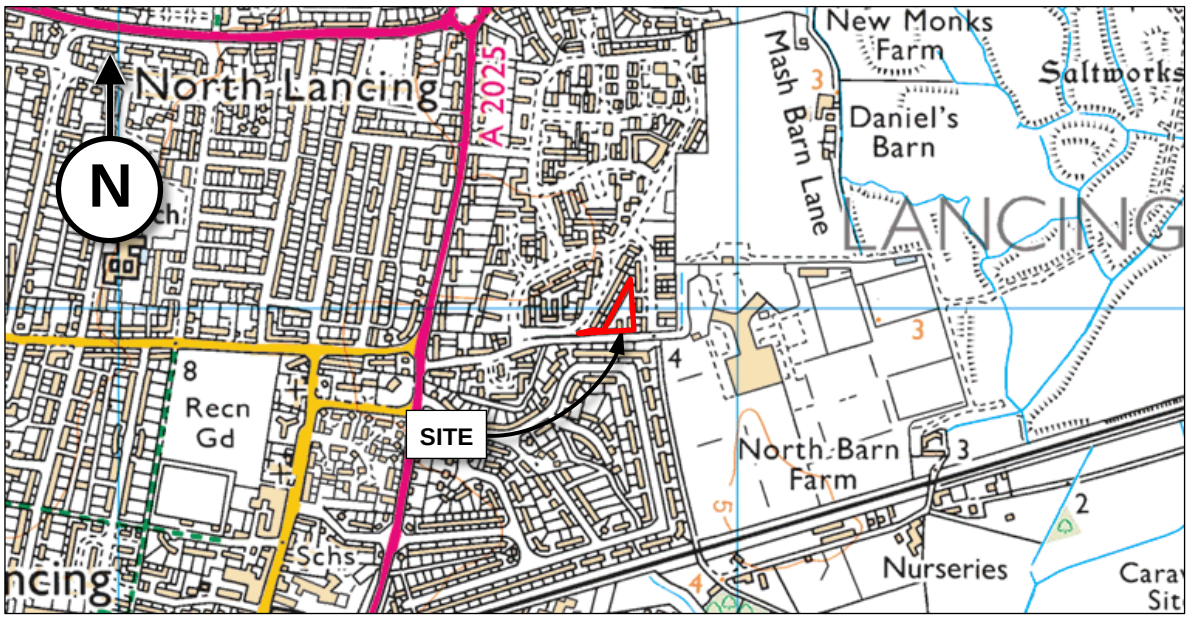

Figure 1.1 Location map.
2.2 The wider area is generally characterised by residential development. Local features include the Shadwell Road Open Space, a recreation area located approximately 100m north of the site. The American Express Elite Football Performance Centre lies approximately 100m to the east of the site, which can be accessed from Mash Barn Lane. The east-west trainline bisecting Lancing is situated around 400m to the south of the site. A site location map is shown in Figure 1.1.